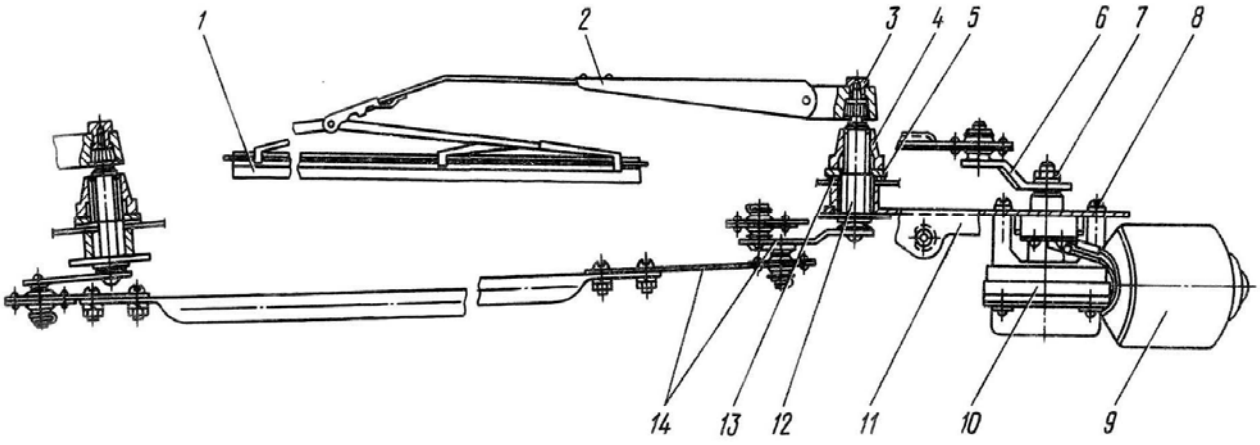

Рис.124. Стеклоочиститель:
Стеклоочиститель состоит из электродвигателя 9 (рис.124) с червячным редуктором 10, кривошипа 6, привода щеток и щеток 1 со щеткодержателями 2. Стеклоочиститель имеет две скорости перемещения щеток. Угол перемещения щеток на второй скорости по обильно смоченному стеклу составляет 105 °.
3. Отверните гайку 3 (см. рис.124) крепления щеткодержателя. Снимите щеткодержатель 2 со щеткой 1 в сборе.
1. Установите штуцер 12 (см. рис.124) с тягами в отверстия панели передка.